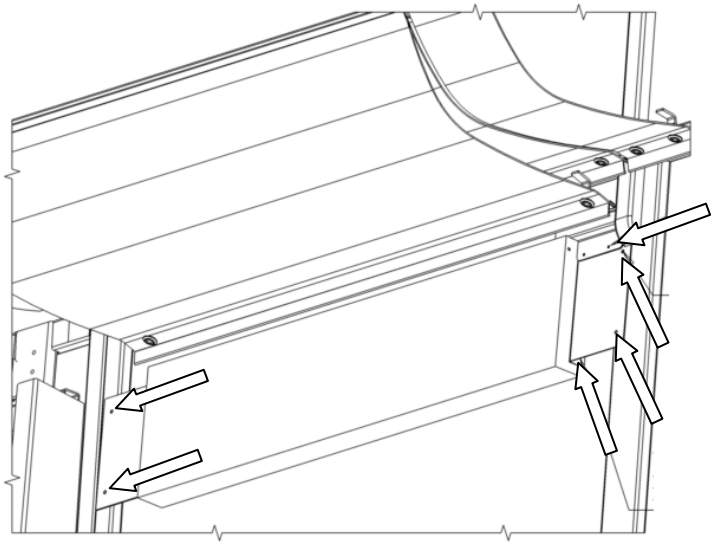

Rys. 5. Dostęp do bocznej tablicy informacyjnej – wskazane śruby i wkręty mocujące
- dostęp do bocznej tablicy informacyjnej uzsykuje się także od wewnątrz autobusu, po odkręceniu śrub i wkrętów mocujących (Rys. 5)